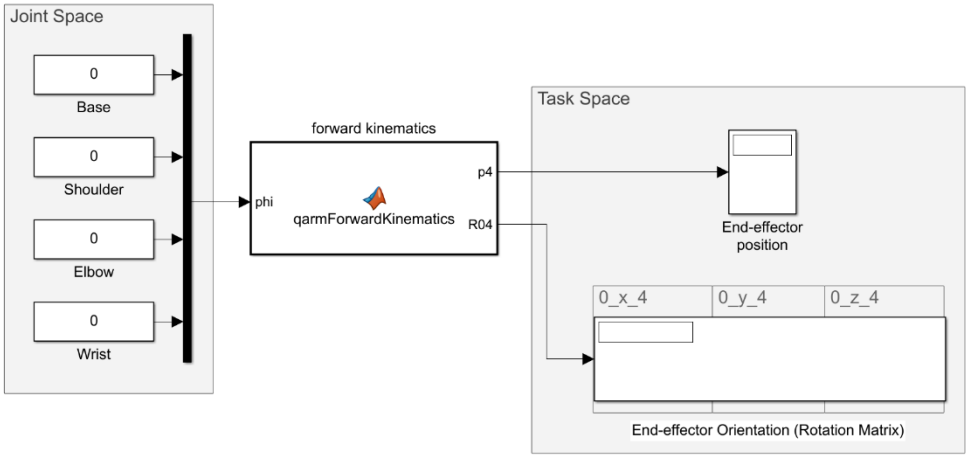

Figure 1: Forward Kinematics Simulink model.
1. Open the ForwardKinematics.slx model via MATLAB. This will be used to implement and validate your forward kinematics formulation. The 'Task Space' section will display the position and the orientation matrix of the end-effector frame with respect to the base frame corresponding to the static joint configurations described in the 'Joint Space' section, as shown in Figure 1.
4. Complete the DH Table below for the QArm manipulator based on the schematic in Figure 1 from the Workspace Identification Concept Review document.
The first plot (Figure 1: QArm Workspace) provides a 3D plot of the end-effector trajectory. It draws the end-effector trajectory of the manipulator in 3D to help you visualize the end-effector motion and its extremes. Rotate the 3D plot using the tool at the top right of the plot. Take note of the workspace limits, and take screenshots of the X vs Y, Y vs Z, and X vs Z planes.